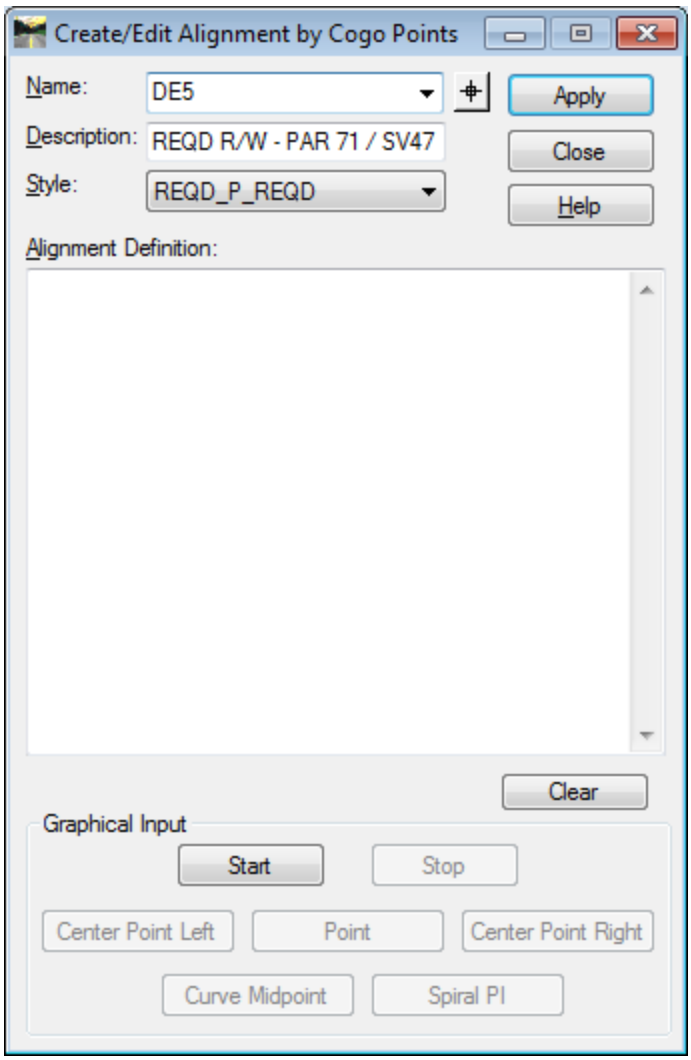

Figure L12-39 Create/Edit Alignment by Cogo Points
- In InRoads, select **Geometry ► Utilities ► Create/Edit Alignment by Cogo Points**. The **Create/Edit Alignment…** dialog opens as shown in *Figure L12-39*.